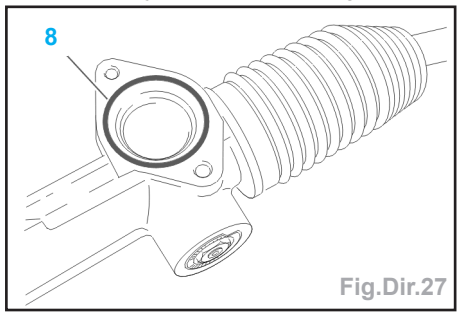

Fig.Dir.27
- En butée de crémaillère, continuer de tourner jusqu'à extraction de la valve (7) du carter (l'hélice du pignon fera remonter la valve).
- Déposer le joint torique (8) (Fig.Dir.27).